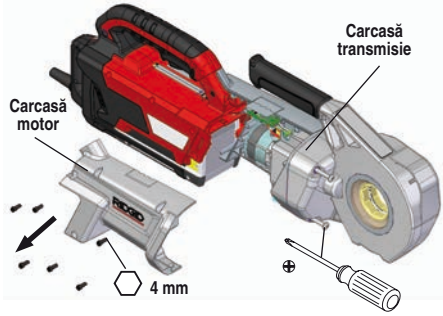

**Figura 2 – Îndepărtarea carcasei motorului**
2. Scoateți toate șuruburile din carcasa motorului. Scoateți cele două șuruburi de pe carcasa angrenajului. Îndepărtați carcasa motorului. *Vezi figura 2.*